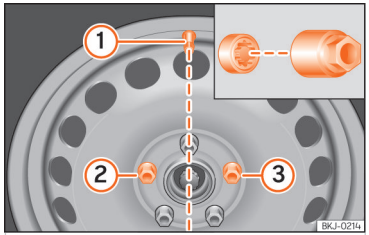

**Fig. 243** Tyre change: tyre valve ① and the correct position for the anti-theft wheel locking bolt ② or ③.
On wheels with integral hubcaps, the anti-theft wheel locking bolt must be screwed in the positions ››› Fig. 243 ② o ③, taking as reference the position of the tyre valve ①. Otherwise it will not be possible to mount the hubcap.